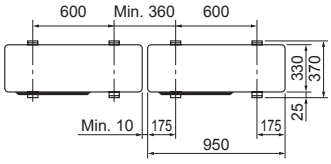

Fig. 3-1
- Assicurarsi di installare l'unità su una superficie solida e in piano, per evitare rumori di sbattimento durante il funzionamento. (Fig. 3-1)